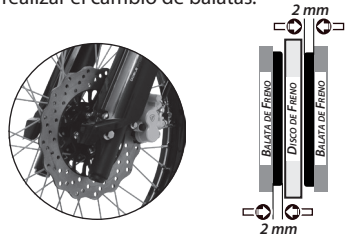

Imagen 20. Desgaste del freno delantero.
2. Revisar el nivel de desgaste de las balatas del freno delantero. Ver imagen 20.